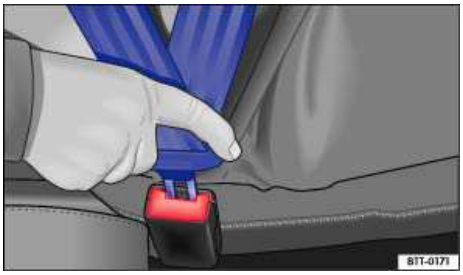

Fig. 53 Inserting the buckle tongue into the belt buckle.
- Insert the tongue into the correct buckle for your seat until you hear it latch securely ⇒ fig. 53.